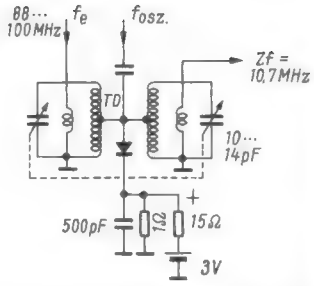

Bild 6. UKW-Mischstufe mit einer Tunneldiode als Mischgleichrichter
Eine weitere Schaltung, *Bild 6*, verwendet eine gemeinsame Diode zum Mischen und Entdämpfen. Leider bringt auch diese Schaltung eine Verkopplung von Vorkreis und Zwischenfrequenzkreis mit sich. Die Oszillatorspannung wird auch hier gesondert erzeugt.
2. Beispiel (Bild 6)